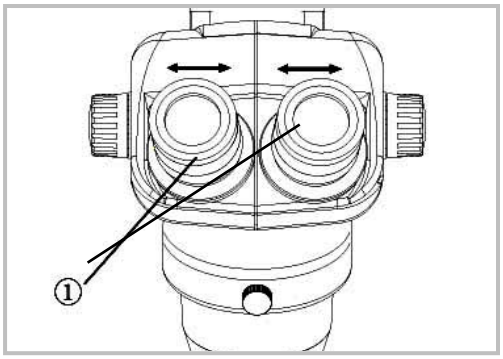

Fig. 6
**Adjusting Interpupillary Distance (Fig. 6)**